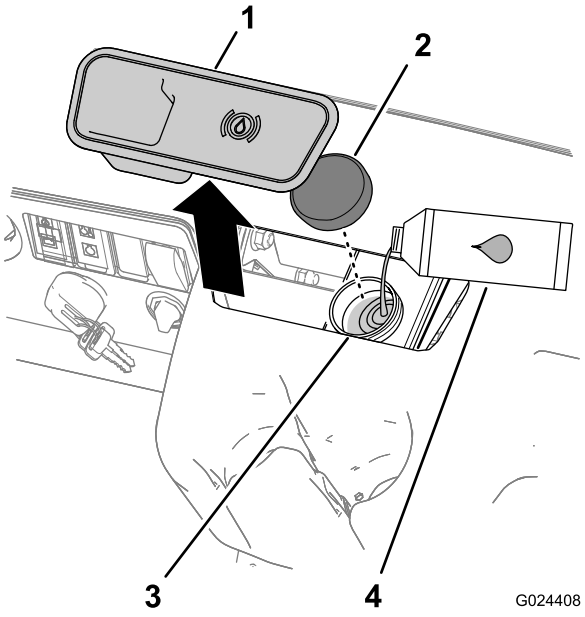

Figur 15
2. Fjern gummipluggen i midten og oppå dashbordet for å få tilgang til hovedbremsesylinderen og -beholderen (Figur 15).
A. Rengjør området rundt beholderen, og ta av lokket (Figur 15).
C. Sett lokket på beholderen (Figur 15).